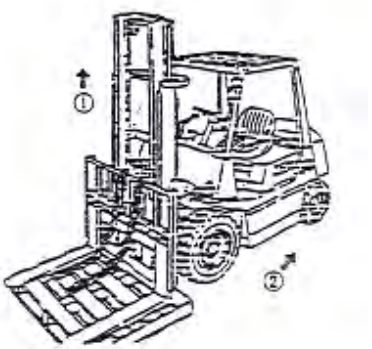

Figure 2-40
(1) Place a salver on fork and park forklift on level ground
(2) Lower fork and salver to ground
(3) Dismantle upper end connector of chain and take off chain from chain wheel.
(4) Lift inner mast（See ① Of Figure 2-40）
(5) Make sure that fork carrier is separated from outer mast,back forklift（see ② of figure 2-40）
(6) Replace Main Roller